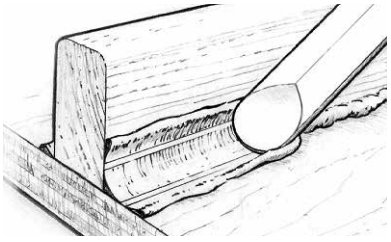

Figure 13 Shape and smooth the fillet with a rounded filleting tool.
2. Shape and smooth the squeezed-out thick epoxy into a fillet by drawing a rounded filleting tool (804 Mixing Stick) along the joint, dragging excess material ahead of the tool and leaving a smooth cove-shaped fillet bordered on each side by a clean margin. Some excess filleting material will remain outside of the margin (Figure 13). Use the excess material to refill any voids. Smooth the fillet until you are satisfied with its appearance. A mixing stick will leave a fillet with about a 3/8" radius. For